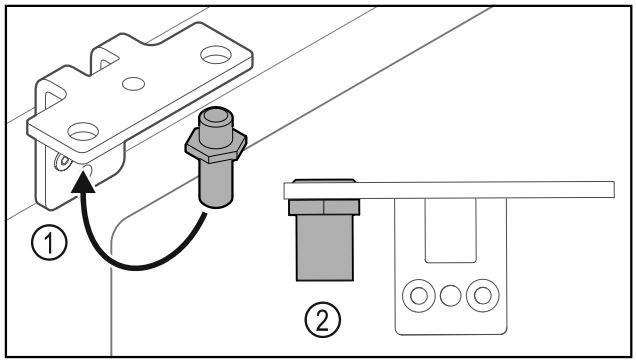

Fig. 25
▶ Put the pin back into the hinge *Fig. 25 (1)*.
▶ Tighten the pin *Fig. 25 (2)* to a **torque of 12 Nm**.